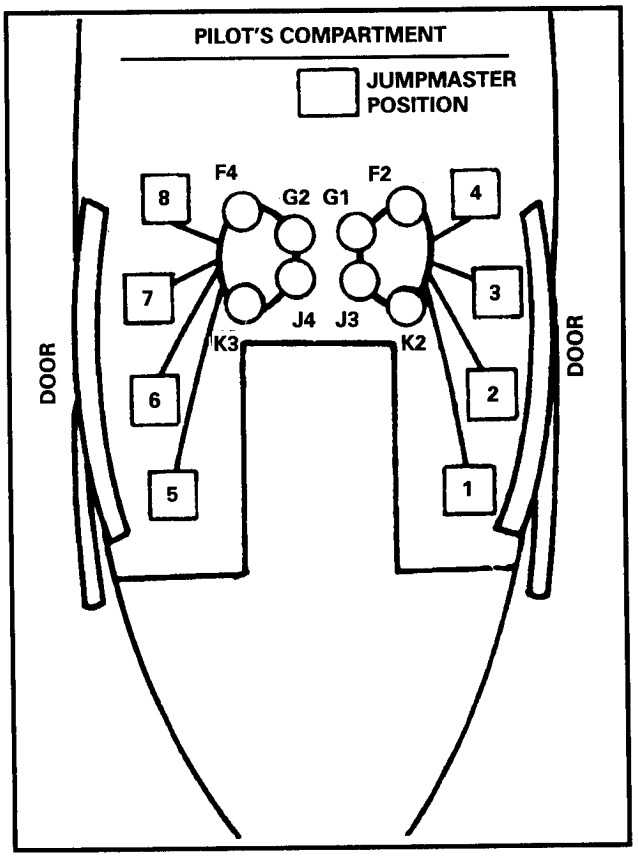

Figure 17-4. UH-1 seating configuration, expedient anchor line system.
c. **Anchor Line Assembly Installation.** An anchor line assembly is installed on each side of the aircraft. It can be installed quickly by means of four tie-down rings located on the floor on the right and left sides of the aircraft compartment. The A-7A strap is threaded through the D-rings, which are used for attachment of the static line snap hooks (Figure 17-4).
Jumpers 1 through 4 enter the cargo compartment through the right door, are hooked up by the JM in numerical order, and seat themselves (Figures 17-4 and 17-5). Jumpers 5 through 8 enter the cargo compartment through the left door, are hooked up by the JM in numerical order, and seat themselves.